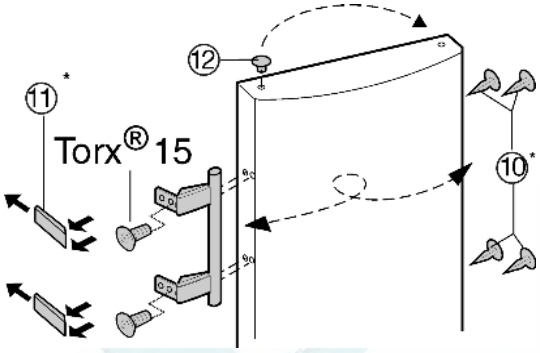

Fig. 7
- ▶ Извлеките пробку *Fig. 7 (12)* из опорной втулки дверцы и переставьте.
- ▶ Снимите и переставьте на противоположную сторону дверную ручку, пробку *Fig. 7 (10)* и прижимные пластины *Fig. 7 (11)*.